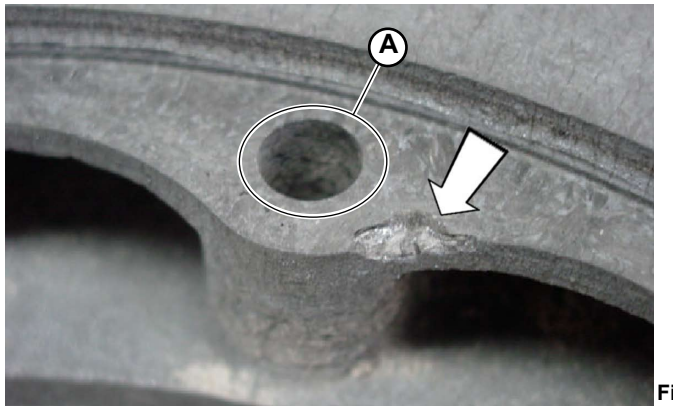

Fig.2
If the caliper attachment points are worn (**Fig.2**), the disks must be replaced if:
- the wear around the hole exceeds the striking surface of the screw's head by more than one millimeter (**A-Fig.2**).